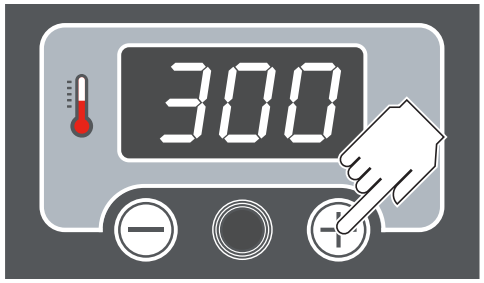
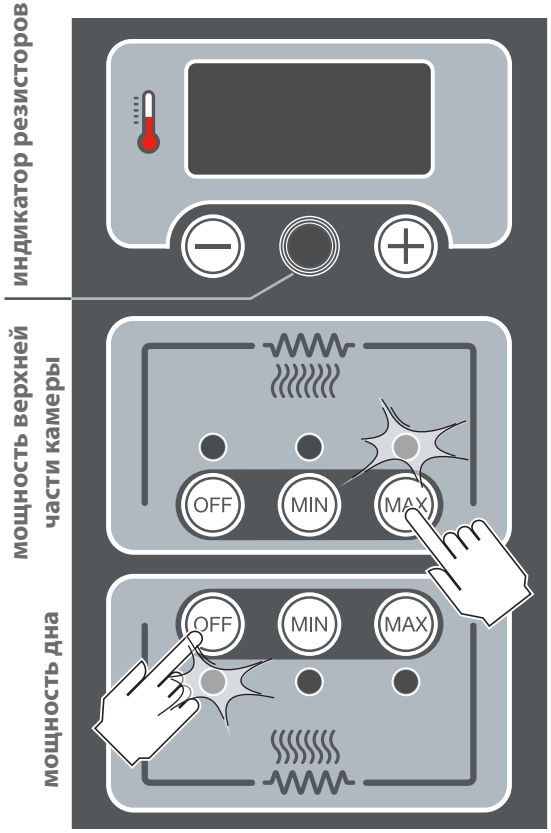

Рис.7.
Рис.8.
- задать приготовление с необходимыми параметрами: (▶ **Рис.7.** - **Рис.8.**)
▶ **Рис.7.**
▶ **Рис.8.**